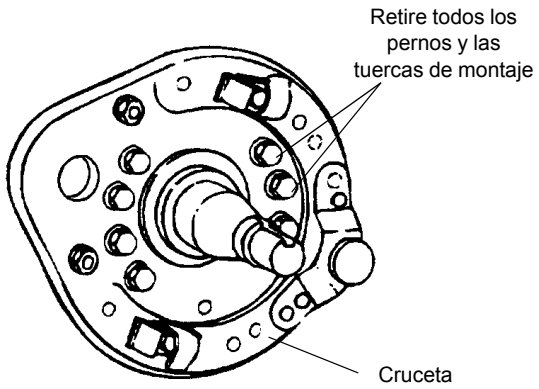

FIGURA 8-20
17. Retire las tuercas de fijación de la cruceta al eje y retire la cruceta (vea la Figura 8-20).